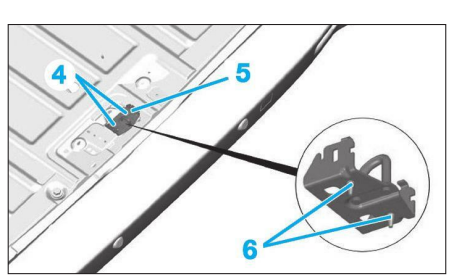

**Fig. 107**
- Serrer la vis (1).
- Desserrer les vis (2).
- Déposer les vis (4) de la gâche (5) et meuler les point d'indexage (6) **(Fig.107)**.